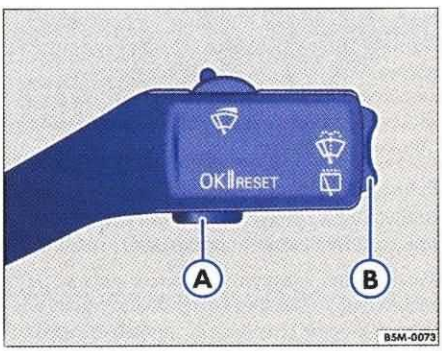

Rys. 15 W dźwigni wycieraczek: przycisk Ⓐ i przełącznik Ⓑ
– Przy włączonym zapłonie krótko nacisnąć przycisk ⇒ rys. 15 Ⓐ w dźwigni wycieraczek albo przycisk OK w kierownicy wielofunkcyjnej[14] ⇒ strona 18, rys. 13 ⑥, aby wyrać jedną z dwóch pamięci. ▶
Na wskaźniku uniwersalnym, przez naciśnięcie przełącznika ⇒ strona 21, rys. 15 Ⓑ w dźwigni wycieraczek, albo przez naciśnięcie przycisku △ lub ▽ ⇒ strona 18, rys. 13 w kierownicy wielofunkcyjnej[14)], można wybrać jedno z następujących wskazań:
Funkcja ta pomaga w utrzymywaniu ograniczeń prędkości. Po naciśnięciu przycisku ⇒ strona 21, rys. 15 Ⓐ w dźwigni wycieraczek albo ⇒ strona 18, rys. 13 ⑥ w kierownicy wielofunkcyjnej[14)] nastawiona zostanie aktualna prędkość jazdy. Na wyświetlaczu wprowadzona wartość prędkości jazdy zostanie zaznac- ▶
zona kratką, np. **ostrzeżenie przy 120 km/h**. W ciągu 5 sekund można zmienić prędkość ostrzegawczą przełącznikiem ⇒ strona 21, rys. 15 (B), przyciskami strzałek [△] albo [▽] ⇒ strona 18, rys. 13 w kierownicy wielofunkcyjnej[14)] w zakresie od 30 km/h do 250 km/h. Nacisnąć przycisk [OK] albo odczekać 5 sekund, aby zapamiętać prędkość ostrzegawczą i uaktywnić ostrzeganie. Po przekroczeniu zapamiętanej prędkości jazdy odzywa się dźwięk ostrzegawczy i wyświetlany jest napis, dopóki prędkość jazdy nie zostanie obniżona co najmniej o 4 km/h poniżej prędkości zapamiętanej. Ponowne naciśnięcie przycisku [OK] powoduje wyłączenie funkcji. Na wyświetlaczu pojawia się **Warnung bei --- km/h** (ostrzeżenie przy --- km/h).